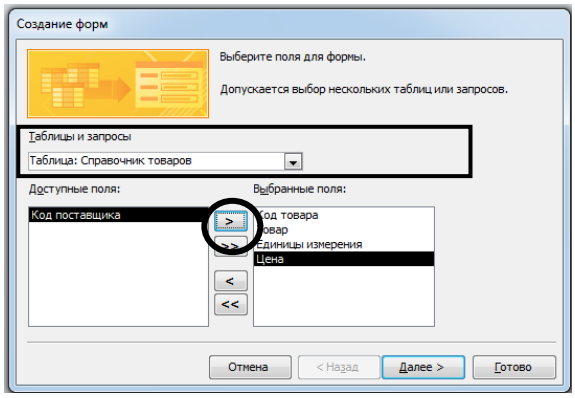

Рис. 3.2. Выбор полей
2. В появившемся диалоговом окне *Создание форм* выбирается имя таблицы, являющейся источником записей для формы (рис. 3.2).
3. Из раздела *Доступные поля* в раздел *Выбранные поля* перемещаются все поля таблицы (рис. 3.2).